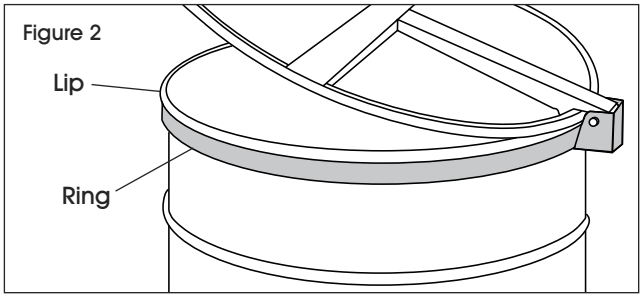

Figure 2
2. Stretch the ring around the top of the drum. The ring should sit underneath the lip of the drum. (See Figure 2)